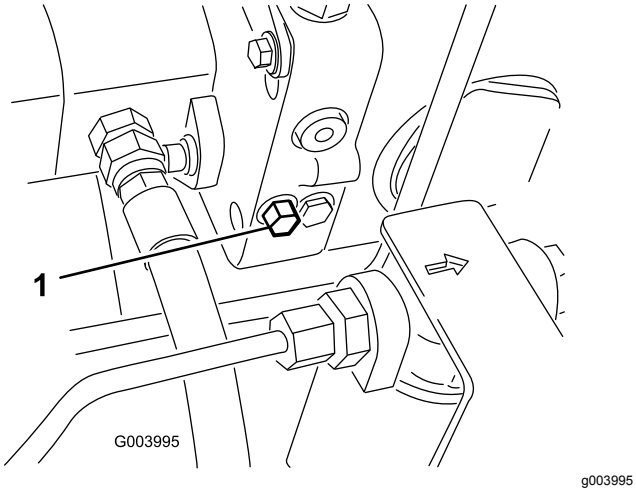

Figur 72
1. Vrid bulten 1–1,5 varv för att öppna ventilen och låta olja avledas internt (Figur 72).